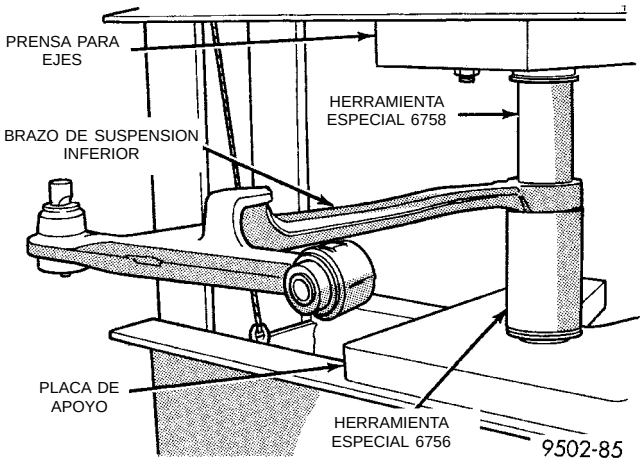

Fig. 77 Herramientas especiales ensambladas para el desmontaje del casquillo trasero
(1) Retire el conjunto del brazo de suspensión inferior del vehículo. Para informarse sobre el procedimiento de desmontaje requerido, consulte Brazo de suspensión inferior en la sección Desmontaje e instalación del brazo de suspensión inferior, en este grupo del Manual de servicio.
(2) Coloque el brazo de suspensión inferior en una prensa para ejes apoyado en el casquillo trasero, utilizando la Cubeta receptora, Herramienta especial 6556 (Fig. 77). Coloque el Extractor/instalador, Herramienta especial 6758 sobre el casquillo del brazo de suspensión trasero (Fig. 77).
(3) Extraiga el casquillo aislante del brazo de suspensión inferior.